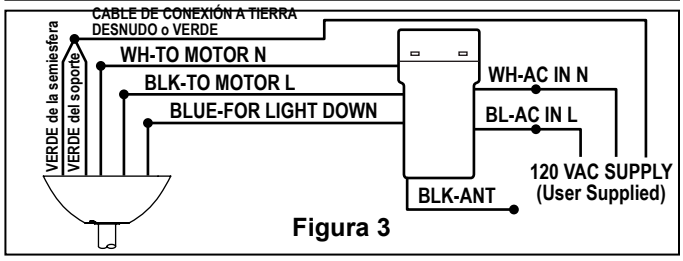

Figura 3
- Conecte los cables como se indica: (Figura 3)